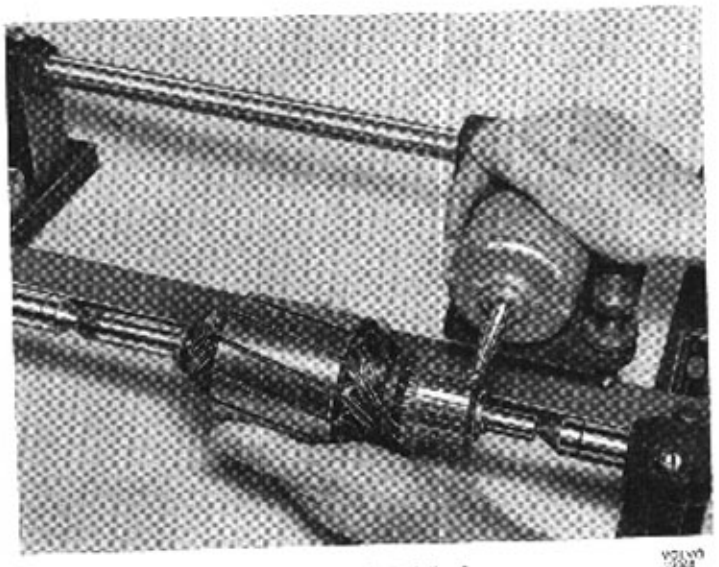

Bild 32-12. Spårfräsning
5. Isoleringen mellan lamellerna skall fräsas ned till ett spårdjup av 0,5—0,8 mm under lamellytan. Detta görs i en spårfräsmaskin, se bild 32-12 eller om